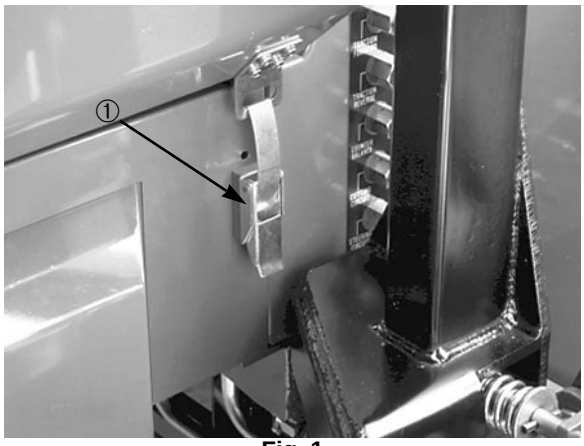

Fig. 1
1. Parkér maskinen på et jævnt, vandret underlag. Udløs motorhjelmens lås (Fig. 1).